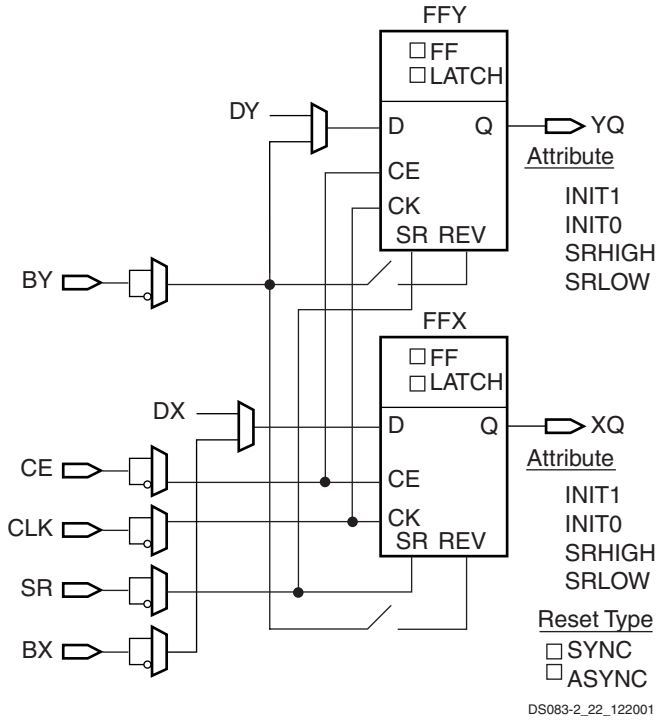

*Figure 35:* **Register / Latch Configuration in a Slice**
In addition to clock (CK) and clock enable (CE) signals, each slice has set and reset signals (SR and BY slice inputs). SR forces the storage element into the state specified by the attribute SRHIGH or SRLOW. SRHIGH forces a logic 1 when SR is asserted. SRLOW forces a logic 0. When SR is used, an optional second input (BY) forces the storage element into the opposite state via the REV pin. The reset condition is predominant over the set condition. (See Figure 35.)